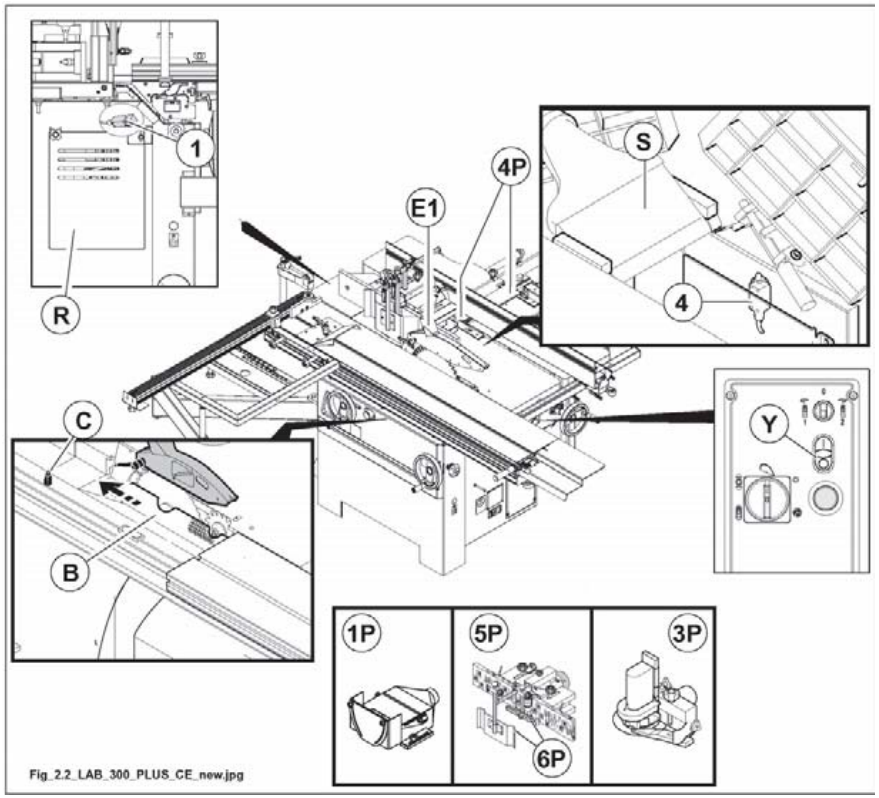

Abb. 2.2
2.2 ANORDNUNG UND BESCHREIBUNG DEN SICHERHEITSVORRICHTUNGEN (ABB. 2.2)